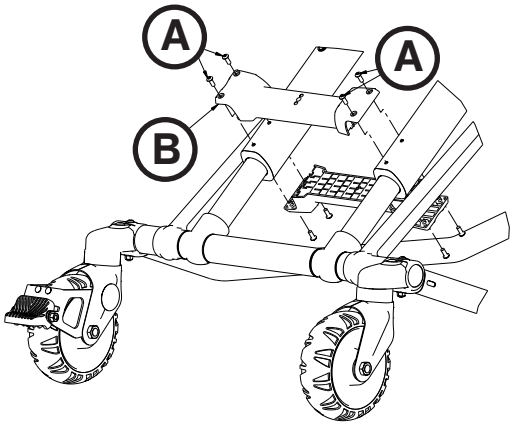

rys. 75
1. Za pomocą wkrętaka Torx T25 wykręcić cztery zewnętrzne śruby z łbem półkolistym (A) z usztywniacza bazowego (B) (rys. 75).